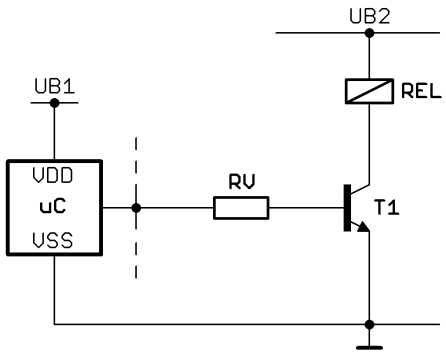

Abb. 2.1: Schaltung
a) Abb. 2.1: Modifizieren Sie die Schaltung so, dass T1 sicher sperrt. / 3
– Abb. 2.1: Zeichnen Sie FD ein;